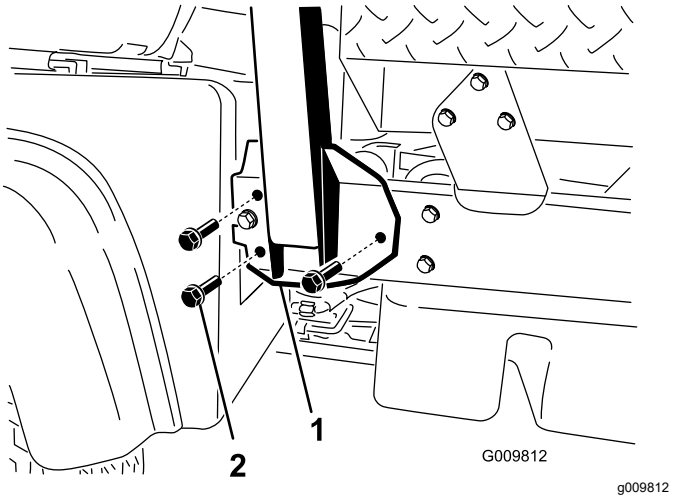

Figura 4
2. Alinhe cada lado da barra de segurança com os orifícios de montagem em cada lado do chassis da máquina (Figura 4).
3. Fixe o suporte de montagem da barra de segurança ao chassis da máquina com três parafusos de cabeça flangeada (½ x 1¼ pol.) em cada lado (Figura 4).